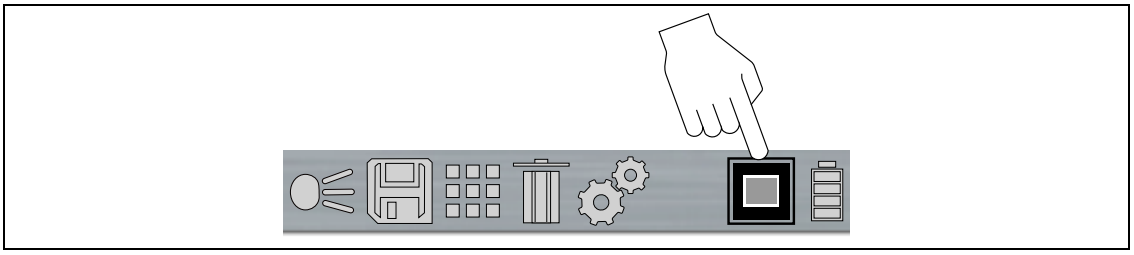

Figura 4-2
Ao usar qualquer um dos modos de opacidade térmica combinada, o ícone de Nível de opacidade na barra de ferramentas indica o nível de opacidade atual (Figura 4-2).
1. Para usar o modo Temperatura do ponto do laser, pressione o botão de controle **Para baixo▼** repetidamente até que "**Pressione ACION para iniciar a medição"** seja exibido na tela e o ícone de Laser seja exibido na barra de ferramentas (Figura 4-2).
O "X" no ícone do laser (Figura 4-2) indica que o ponteiro laser está desligado. Quando o acionador é puxado, o ponteiro laser é ligado e o "X" não é exibido no ícone.